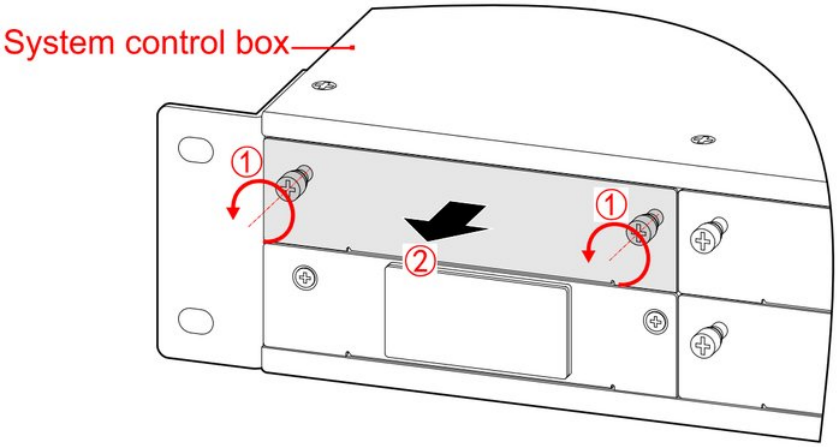

FIGURE 3-16 Dismantle the dry contact card plate
1. Unscrew the screws on the dry contact expansion card and dismantle the dry contact expansion card plate on the system control box, as shown in Figure 3-16.